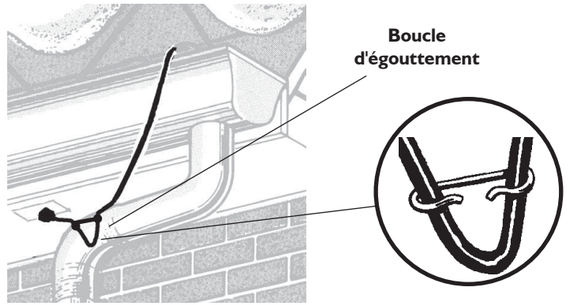

Figure 24. Former une boucle d'égouttement près du point de départ
- S'il n'y a pas de dommages, **brancher le cordon d'alimentation dans la prise**. Disposer le cordon pour qu'il forme une boucle d'égouttement à l'aide de l'écarteur (voir Figure 24). La boucle d'égouttement sert à empêcher l'eau de fonte de suivre le tracé du cordon et d'entrer dans la prise.